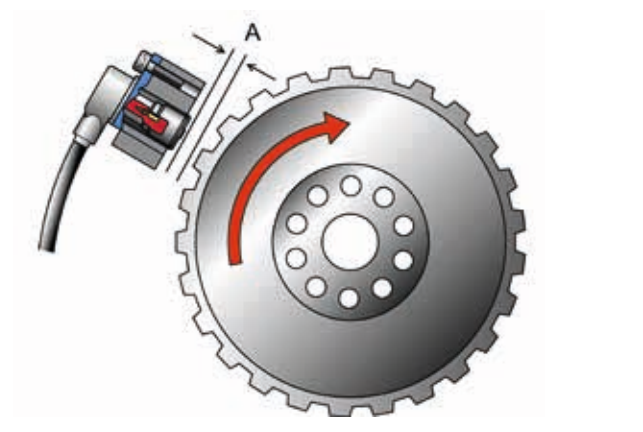

Bild 2
Die Frequenz und Amplituden dieser Wechselspannung stehen im Verhältnis zur Raddrehzahl. Induktive passive Sensoren benötigen keine separate Spannungsversorgung durch das Steuergerät. Da der Signalbereich für die Signalerkennung vom Steuergerät definiert wird, muss sich die Amplitudenhöhe innerhalb eines Spannungsbereiches bewegen. Der Abstand (A) zwischen Sensor und Impulsrad wird durch die Achskonstruktion vorgegeben (Bild 2).